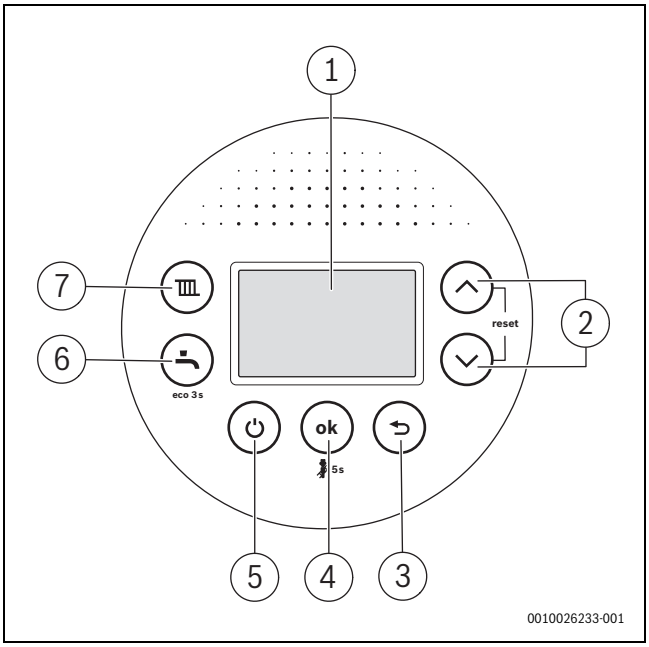

Rys. 138 Przegląd panelu obsługi
Po uruchomieniu przycisk ⏻ (→ rys. 138, [5]) jednocześnie wyłącza lub włącza ogrzewanie i przygotowanie c.w.u., bez przerywania zasilania elektrycznego.
- W normalnym trybie wyłączyć urządzenie przyciskiem ⏻ (→ rys. 138, [5]).